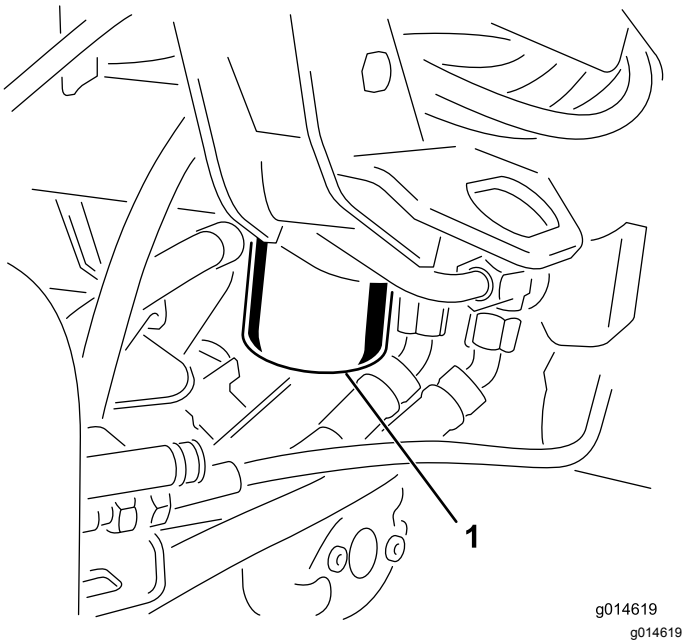

Figur 38
1. Rengör runt området där filtret monteras (Figur 38). Ställ ett avtappningskärl under filtret och ta bort filtret.